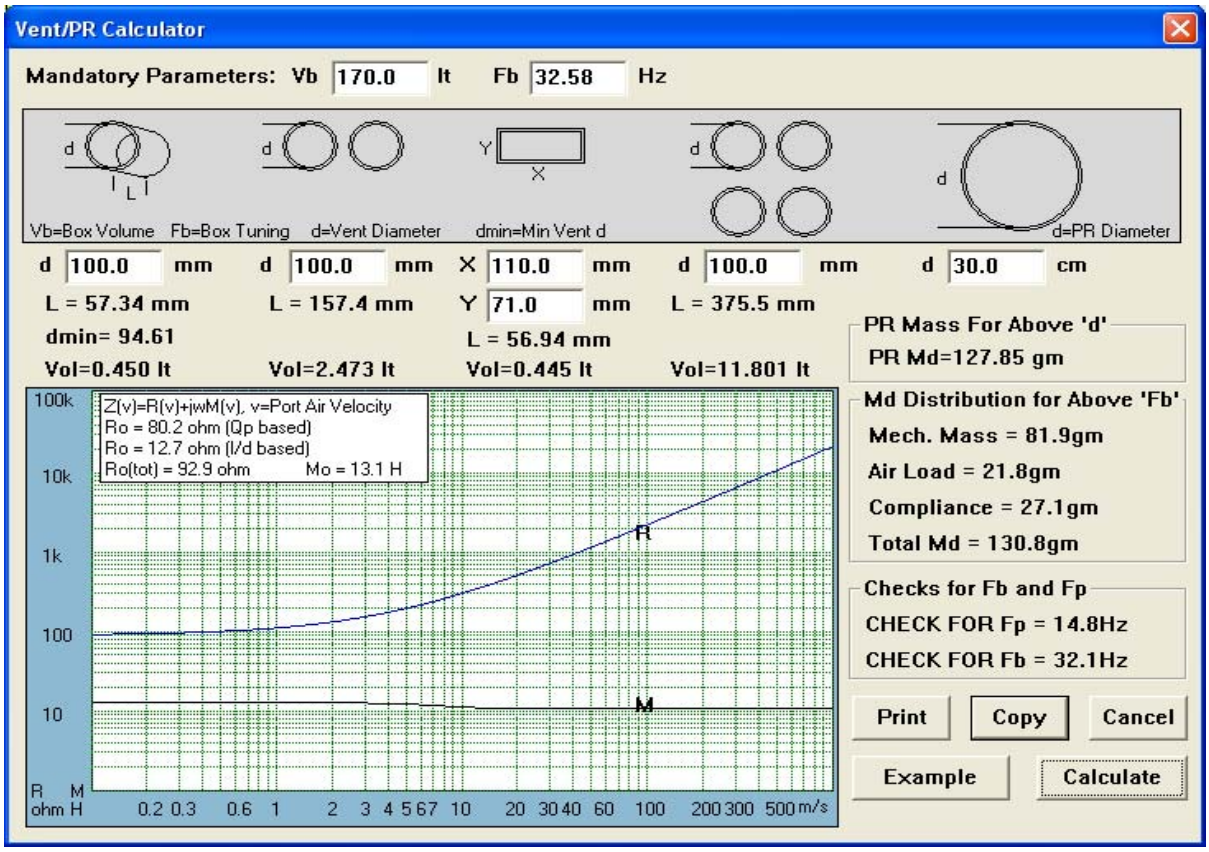

Fig 4.20 Tuning PR
It is observable, that dynamic mass of the passive radiator Md, is always greater than its mechanical mass alone. There are three factors that affect the difference: (1) mechanical mass of the PR, (2) air load on both sides of the PR and (3) additional mass needed to nullify the compliance at the given frequency. Fig 4.20 shows an example of passive radiator (Vap=630lt, Fp=15Hz, Diameter=30cm) which tunes the system to Fb=32.58Hz. The Md required for this to happen is Md=128grams. Approximate mass provided by the calculator is Md=130.8grams.